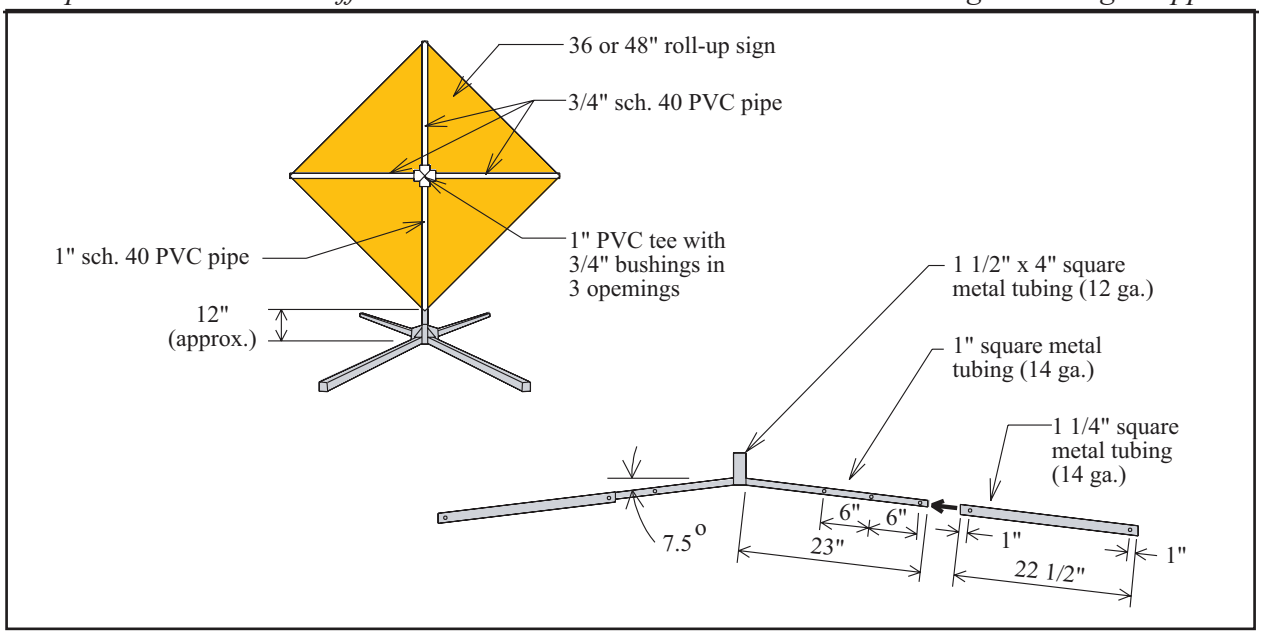

Figure J-8. Barricades Unlimited sign support
- Barricades Unlimited sign support (Figure J-8.)